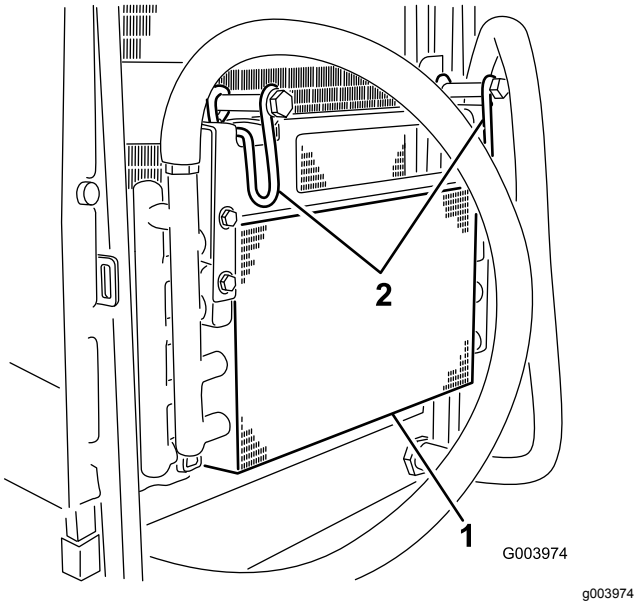

Rysunek 52
6. Obróć zaczep do wewnątrz, aby zwolnić chłodnicę oleju (Rysunek 52).